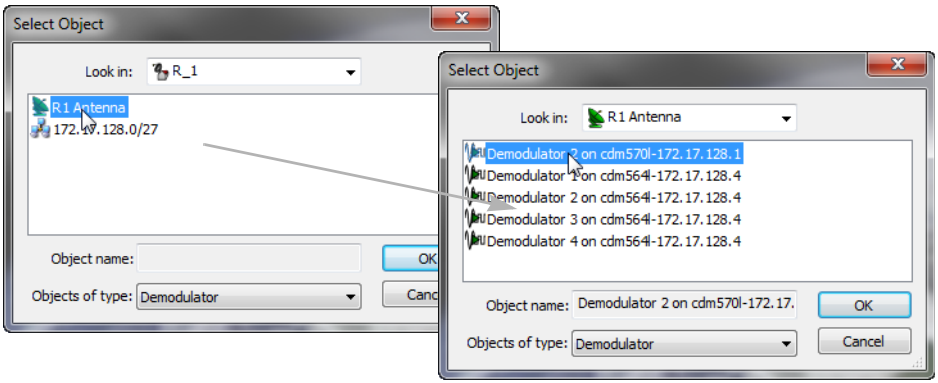

Figure 3-71 Select Remote Demodulator
19. In the Select Object window that opens, double-click on the **Antenna** icon for this Remote site to view the associated demods (figure 3-71).